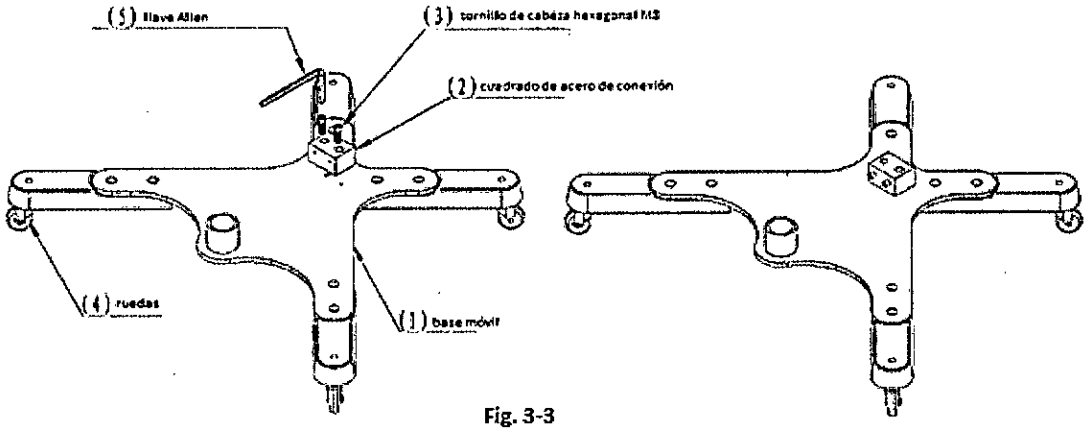

Fig. 3-3
**III. Instalación de la columna principal (Fig. 3-3)**
1. Utilice 2 llaves Allen M8 (3) para fijar en cuadrado de acero de conexión (2) en la base móvil (1).
2. Instale las ruedas (4) a los 4 ángulos de la base móvil y fije con tornillos.